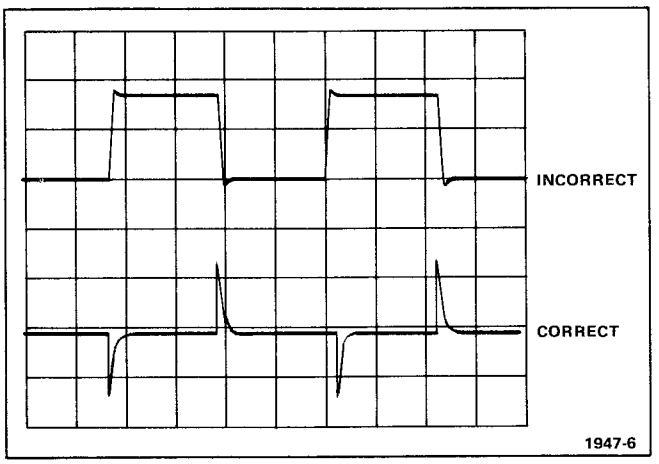

Fig. 4-2. Common-mode rejection (cmr) display.
e. Adjust CH 1 LF CMR, R9, for correct display shown in Fig. 4-2.
g. Adjust CH 2 LF CMR, R109, for correct display shown in Fig. 4-2.